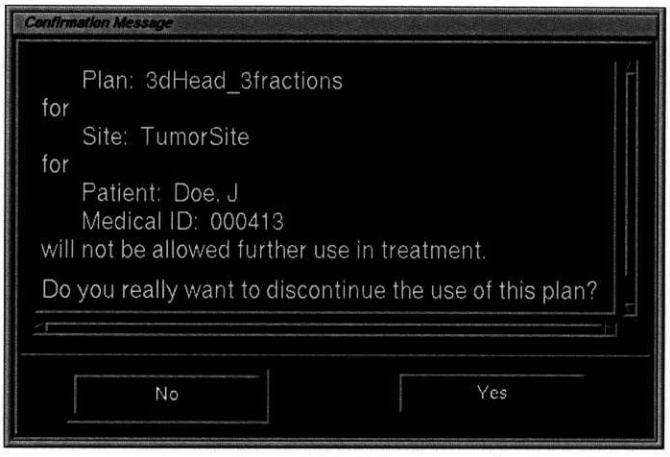

**Figure 10 Discontinue Plan Confirmation Message**
**Step 2.** Click **DISCONTINUE PLAN** the confirmation message (*Figure 10 Discontinue Plan Confirmation Message, page 8*) appears. It displays the Plan, Site, Patient name, Medical ID information and the message "Do you really want to discontinue the use of this plan?"